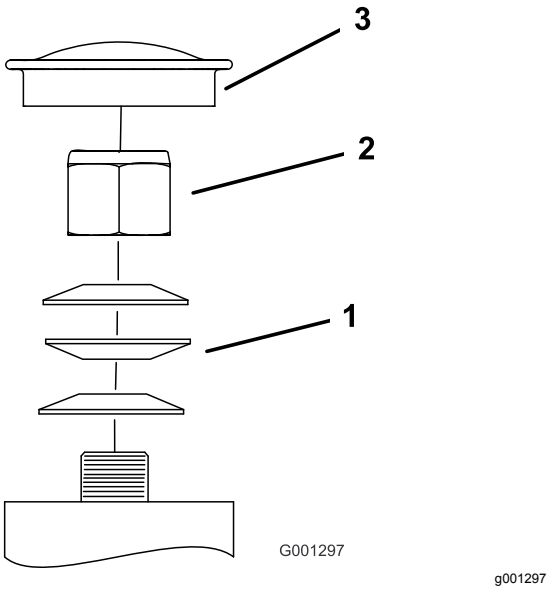

Figura 70
3. Retire el tapón guardapolvo de la rueda giratoria y apriete la contratuerca (Figura 70).
4. Apriete la contratuerca hasta que las arandelas de muelle estén planas, luego afloje ¼ de vuelta para establecer la pre-carga correcta de los cojinetes (Figura 70).
Importante: **Asegúrese de que las arandelas de muelle están correctamente instaladas, según se muestra en Figura 70.**
5. Coloque el tapón anti-polvo (Figura 70).